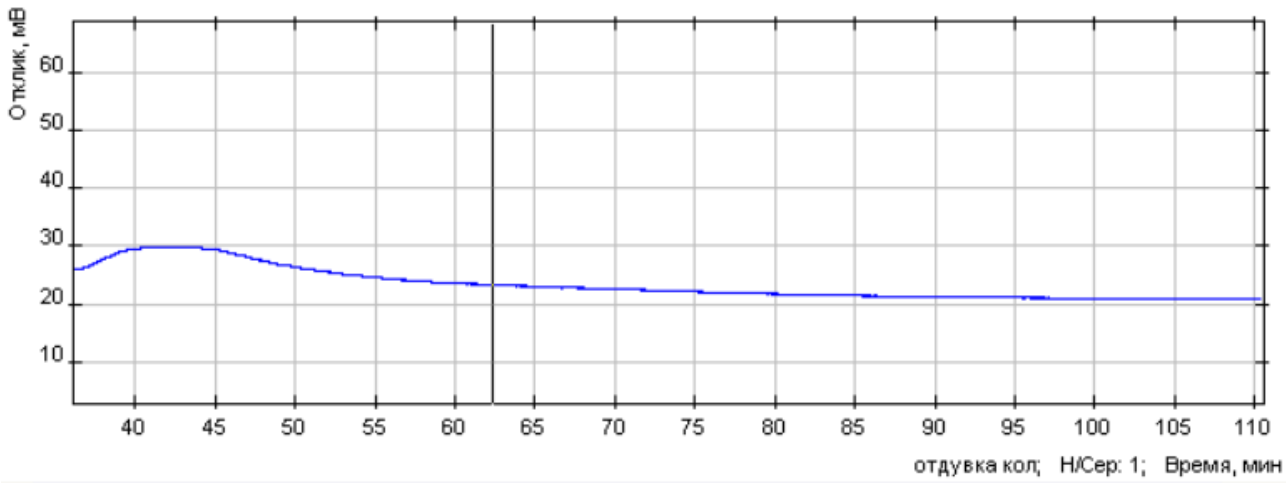

Рис. 42: Выбор участка анализа
1. Во время записи хроматограммы нажмите клавишу N. На хроматограмме появится вертикальный указатель, привязанный к положению курсора (Рис. 42).